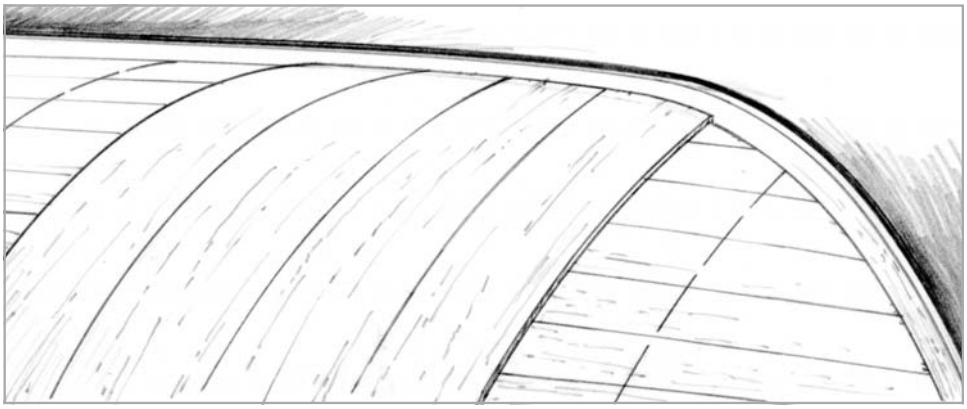

Figure 5-21 *Bond the first layer at an angle that allows it to lie flat against the surface.*
2. Bond the first veneer about midpoint on the hull. Use the one-step bonding technique (Section 8.4.2) with an epoxy/403 filler mixture. Staple the veneer so it lies flat against the surface at about a 35° diagonal *(Figure 5-21)*. Adjust the angle as necessary to allow the veneer to lie flat along its full length.